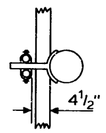

Figure 3
2. When 2 conduits are installed, they shall be spaced out 4 1/2" from the pole face & separate 2", providing a clear space of 1" on each side of ctr line of pole lead. (Fig. 3)